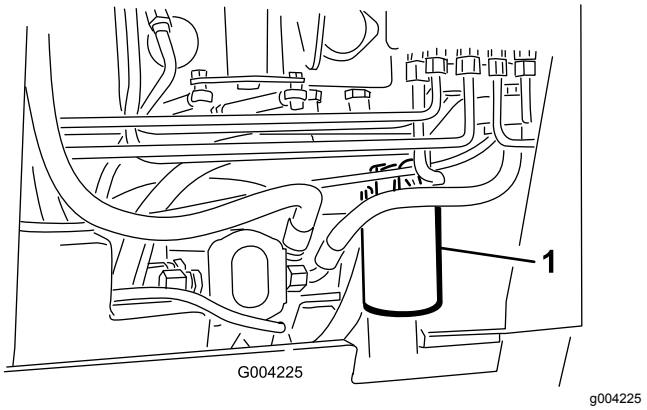

**Figur 61**
4. Placera ett kärl under filtret (Figur 61).
5. Ta bort det gamla filtret (Figur 61) och torka rent ytan på filteradapterpackningen.
7. Sätt i det nya hydraulfiltret i filteradaptern (Figur 61). Dra åt det medsols tills gummipackningen vidrör filteradaptern, och dra sedan åt filtret ytterligare ett halvt varv.